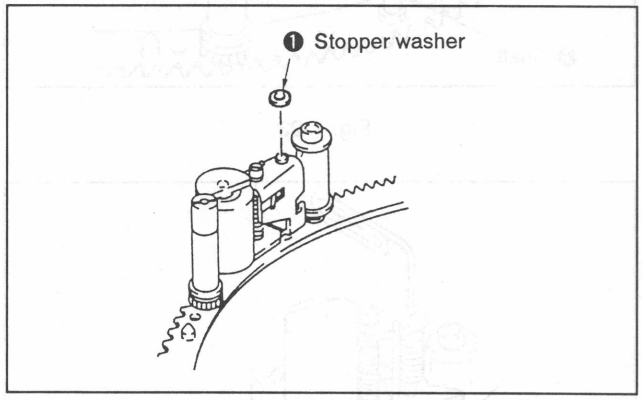

Fig. 7-15.
1. Removal (See Figs. 7-15. through 7-19.)
2) Remove the stopper washer ❶. (See Fig. 7-15.)